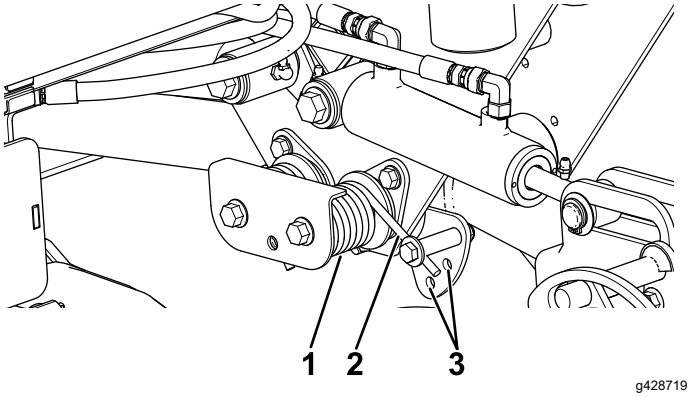

Figur 44
2. Sätt i ett rör eller liknande i den långa fjäderänden för att minska fjädrarnas spänning under justeringen (Figur 44).
3. När du minskar fjädrarnas spänning ska du ta bort skruven och låsmuttern som håller fast fjäderdonet på fästet (Figur 44).